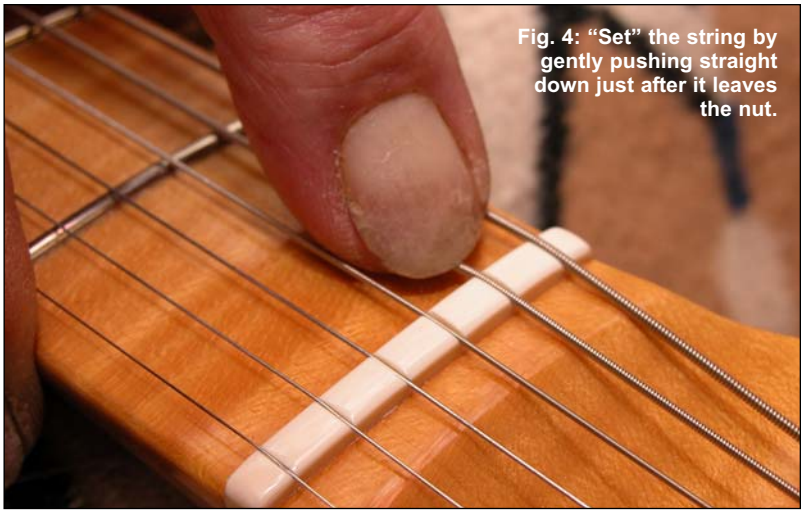
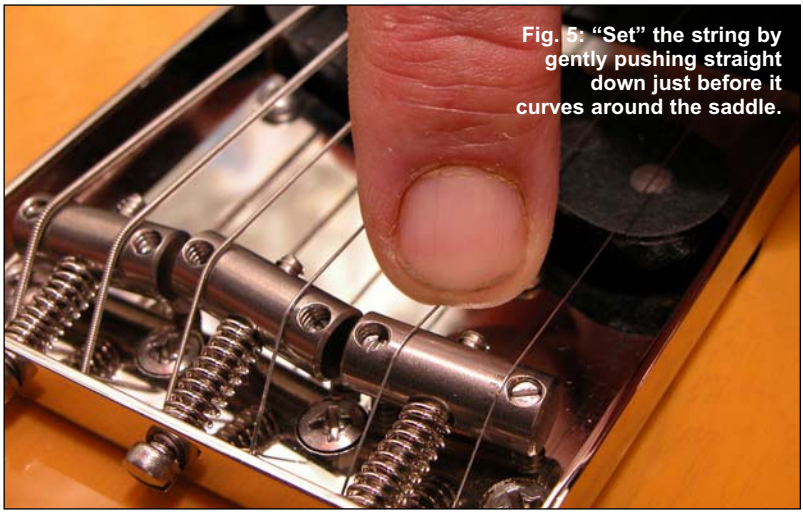

Fig. 4: "Set" the string by gently pushing straight down just after it leaves the nut.
Fig. 5: "Set" the string by gently pushing straight down just before it curves around the saddle.
j. After the stretching all the strings, "set" each string at the nut (*fig. 4*) and the saddles (*fig. 5*). This will insure that each string is seated properly in the nut and the string is "taking off" right at the front edge of the nut and the saddle. To "set" the string at the nut and the saddle, gently push the string straight down. This eliminates any curvature of the string going over the nut or saddle, makes the string find a more level plain between the nut and the saddle (the actual resonating portion of the string), and better defines the string length for a more accurate intonation.